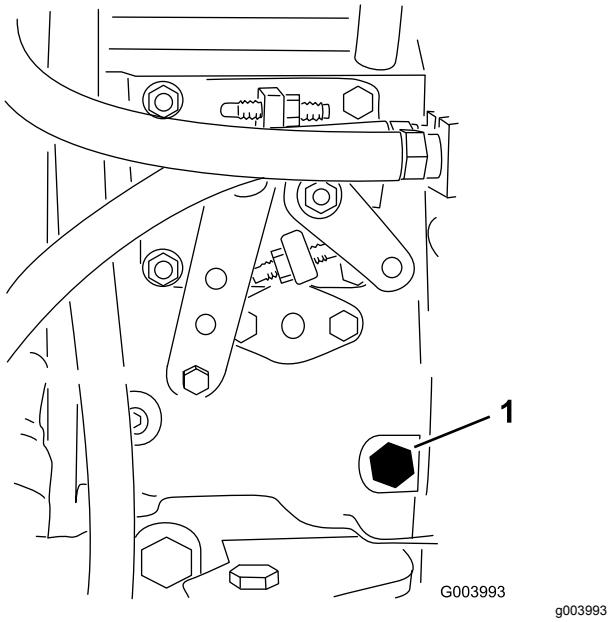

Figur 30
3. Åpne lufteskruen på pumpen for drivstoffinnsprøyting (Figur 30) med en 12 mm-skrunøkkel.